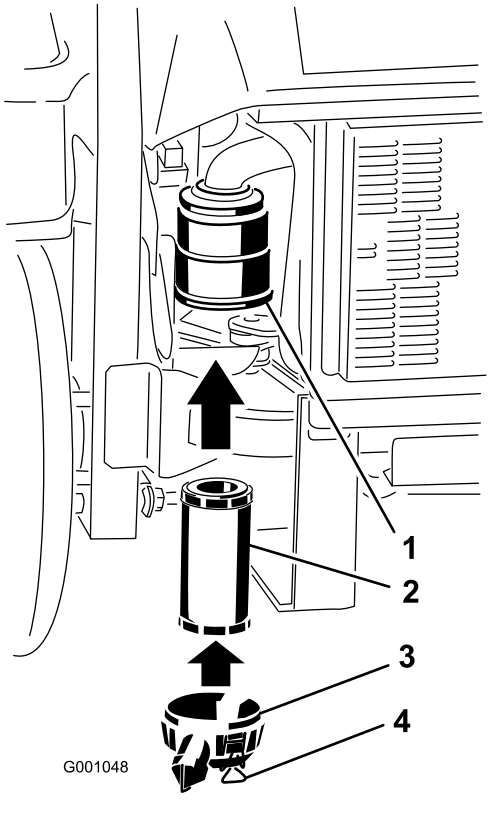

Figur 59
2. Skyv filteret inn i luftrenserkroppen (Figur 59).
3. Sett luftrenserdekslet på igjen, og fest låsene (Figur 59).